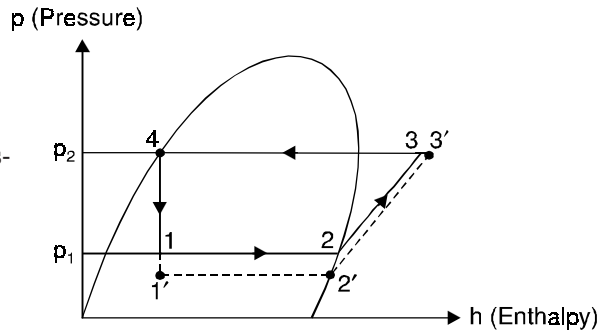

Fig. 14.15. Effect of decrease in suction pressure.
1. **Effect of suction pressure.** The effect of *decrease* in suction pressure is shown in Fig. 14.15.